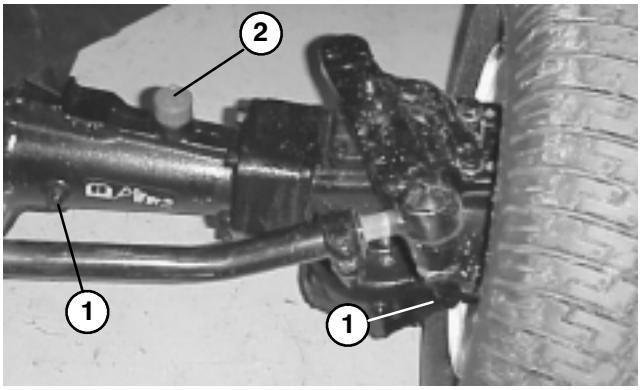

Figure 18
2. Remove check plugs (3) from axle and make sure lubricant is up to bottom of each hole (Fig. 18 & 19).